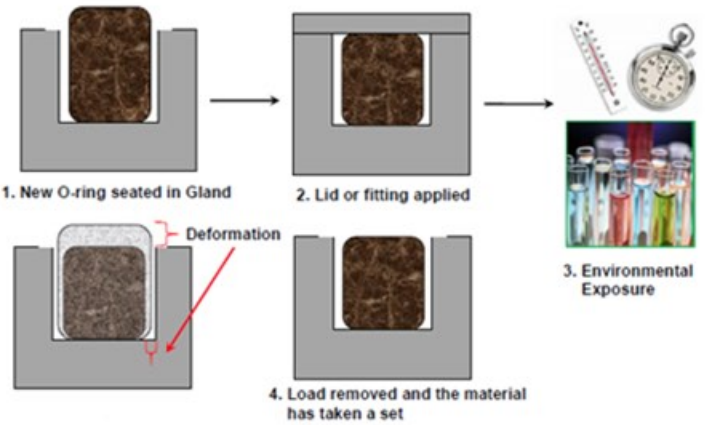

Figure 3. The O-ring (brown) seated in the gland (gray) will permanently deform after time, pressure and temperature are applied.
- Compression Set: Rubber compounds can permanently deform under strain, and compression set refers to the percentage of deflection that the elastomer fails to recover after a fixed period of time under specific squeeze and temperature, as seen in Figure 3. Once the O-ring has compressed, if pressure or temperature is changed – again, using the example of turning the machine off and then back on – the seal will no longer hold. Selecting the correct polymer for the pressure and temperature your application will face is key to avoiding O-ring compression set. Also key to avoiding compression set is chemical compatibility of the O-ring and the fluid in the system. Different fluids will interact with each polymer type differently, and chemical incompatibility leads to degradation, which accelerates compression set and can lead to failure in as few as 70 hours.